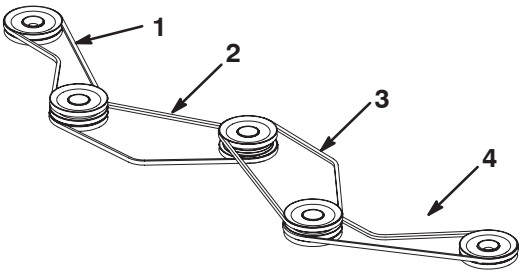

Figur 69
7. Byt ut remmen/remmarna om så erfordras. Montera dem på remskivorna enligt figur 69.